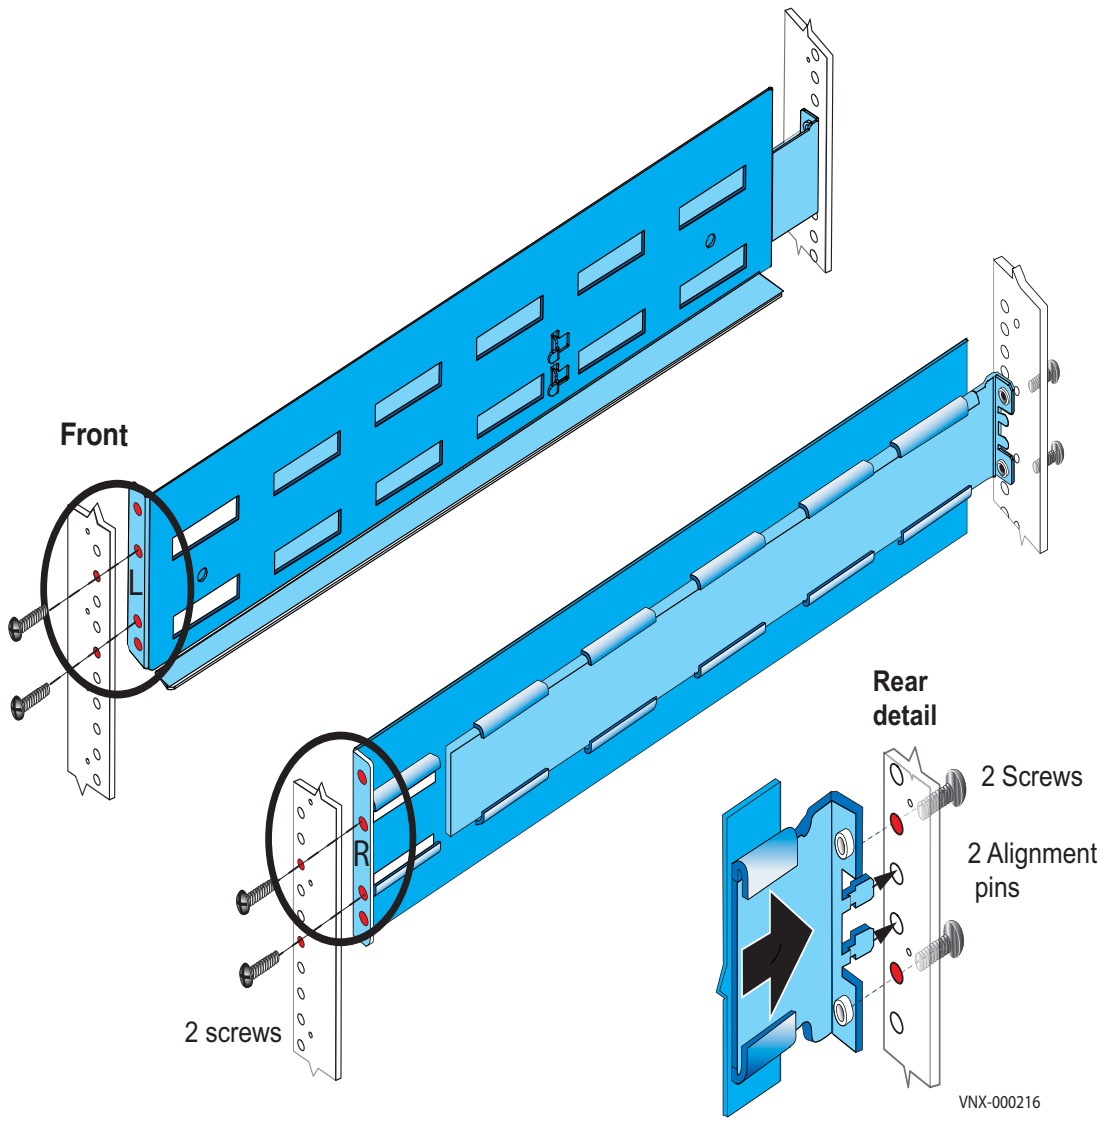

**Figure 37** Installing 3U DAE rails
1. Insert the adjustable rail slide and seat both alignment pins into the rear channel of your cabinet as shown in Figure 37 on page 46.